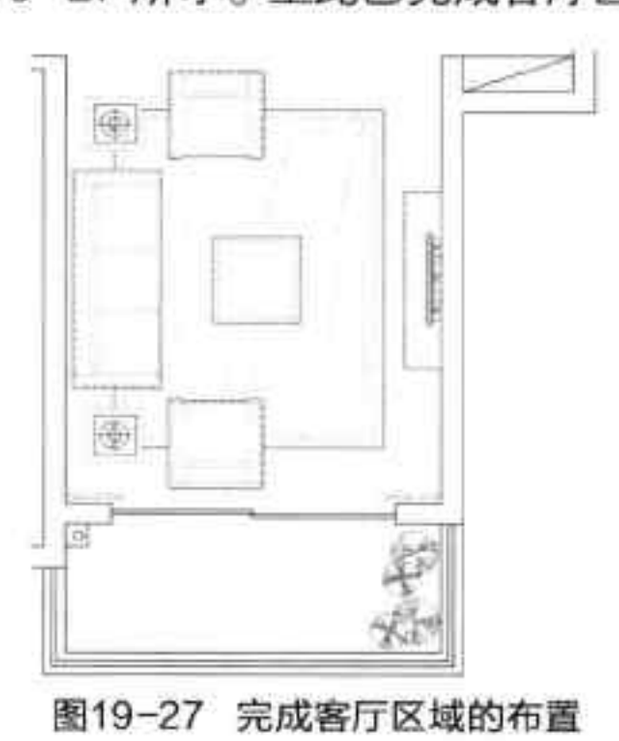

图19-27 完成客厅区域的布置
Step 12 执行“矩形”命令，绘制长2000mm、宽400mm的长方形，放置在电视机处，作为电视柜，如图19-27所示。至此已完成客厅区域的布置。